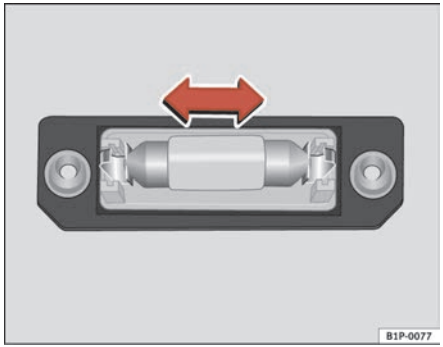

Fig. 222 Registration light
– Remove the bulb, moving it in the direction of the arrow and outwards ⇒ fig. 222.